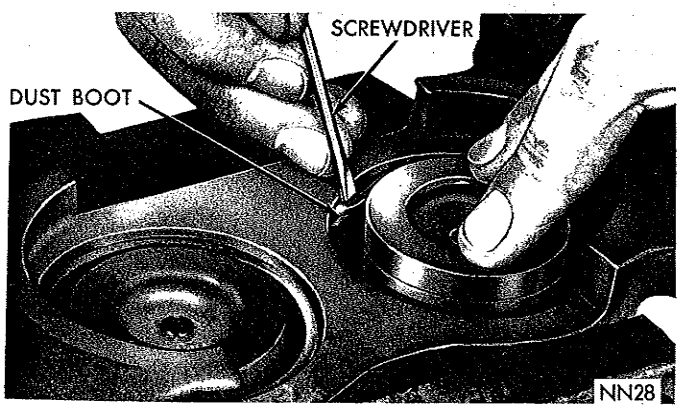

*Fig. 7—Removing the Piston Dust Boot*
(4) Using same screwdriver, carefully work dust boot out of groove (Fig. 7). Be sure and hold piston compressed during this operation.
(4) Install piston assembly over return spring and press down until piston bottoms in bore.
(5) Using a small blunt screwdriver, work lip of boot into groove, around diameter of bore (Fig. 7). **Use care so as not to puncture boot during this operation,**